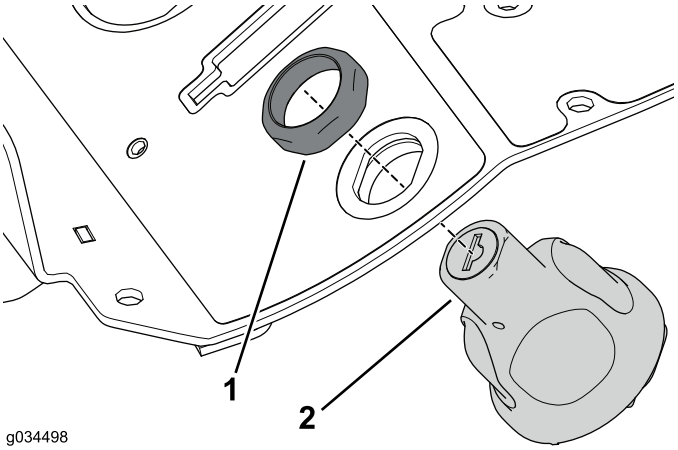

**Figura 13**
4. Retire a porca de retenção no interruptor de ignição para a remover do conjunto da consola (Figura 13).